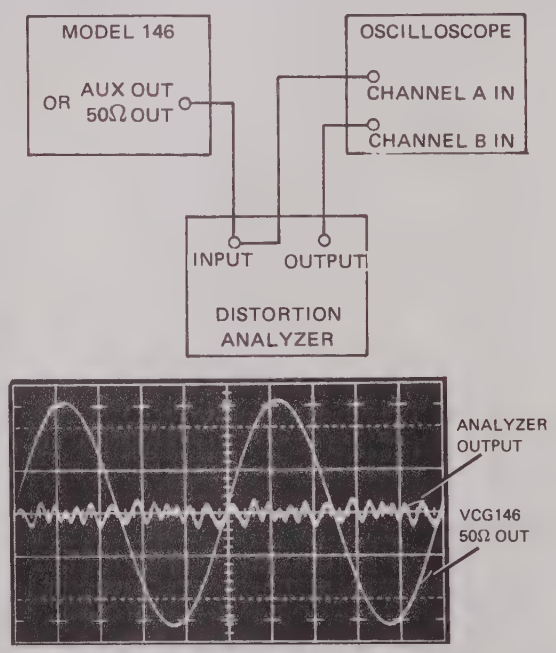

Figure 4-1. Distortion Analysis Test Set Up
4. Connect the test equipment as shown in Figure 4-1. Model 146 connects to the AUX OUT.
4. Connect the test equipment as shown in Figure 4-1. Model 146 connects to the 50Ω OUT.
12. Connect the test equipment as shown in Figure 4-1.